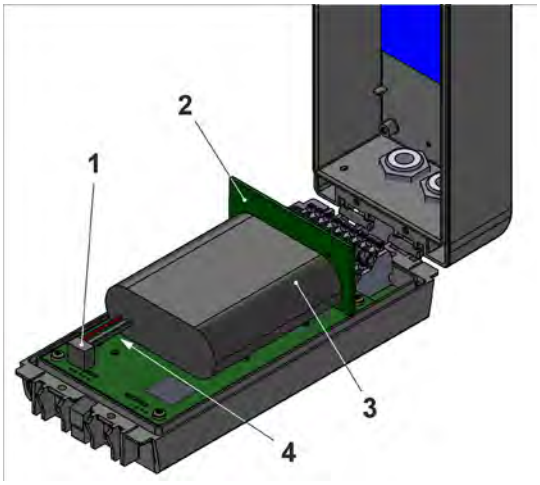

Fig. 48-2 Rechargeable Battery Replacement (here: in enclosure S - special design)
2. Disconnect the rechargeable battery plug (Fig. 48-2 Pos. 1).